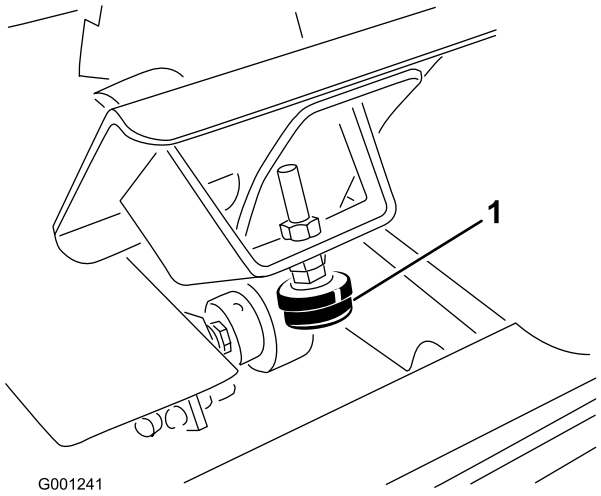

Figuur 66
1. Controleer de afstelling van de pedaalaanslag. De pedaalaanslag (Figuur 66) moet licht contact maken met het frame voordat de pomp een volledige slag aflegt.